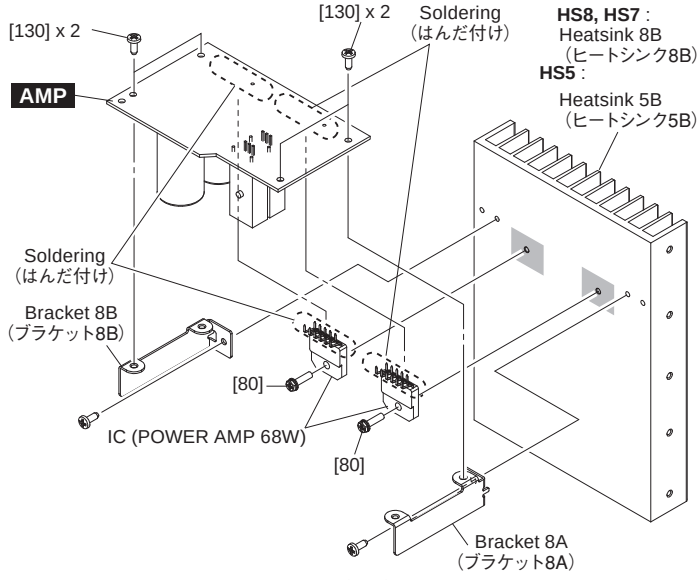

Fig. 6（図6）
5-3 Remove the two (2) screws marked [80] and the four (4) screws marked [130]. The heatsink 8B (HS8, HS7) / 5B (HS5) can then be removed from the AMP circuit board. (Fig. 6)
5-4 Unsolder the leads of the AMP circuit board. The AMP circuit board and IC (POWER AMP) can then be separated. (Fig. 6)
5-3 ［80］のネジ 2 本と［130］のネジ 4 本を外し、AMP シートからヒートシンク 8B (HS8, HS7) / 5B (HS5) を外します。(図 6)
5-4 AMP シートのハンダ付け部からハンダを取り除き、AMP シートと IC (POWER AMP) を別けます。(図 6)